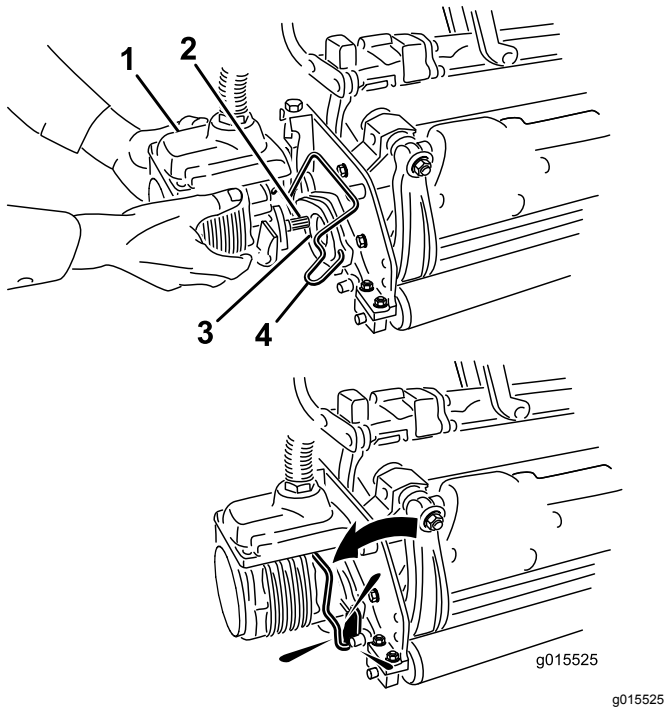

**Rysunek 14**
11. Nałóż czysty smar na wał wielowypustowy silnika zespołu tnącego (Rysunek 14).
12. Umieść silnik po lewej stronie zespołu tnącego (patrząc od strony operatora) i wyciągnij pręt mocujący silnik na zespole tnącym w kierunku silnika, aż do usłyszenia charakterystycznego kliknięcia po obu stronach silnika (Rysunek 14).